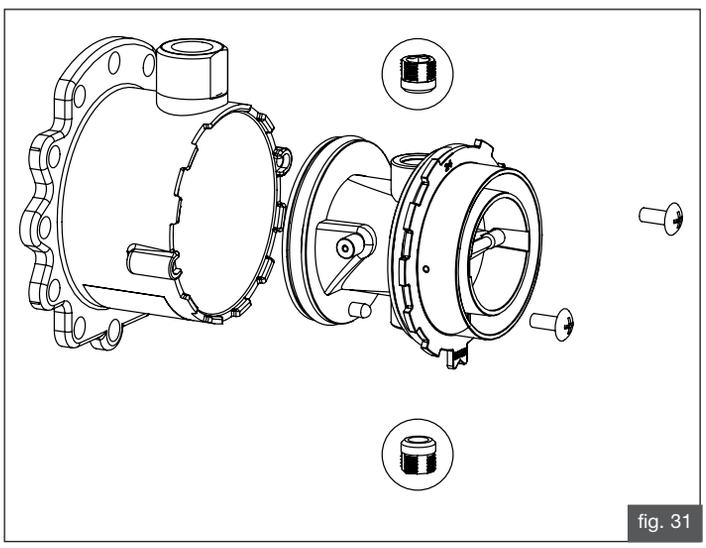
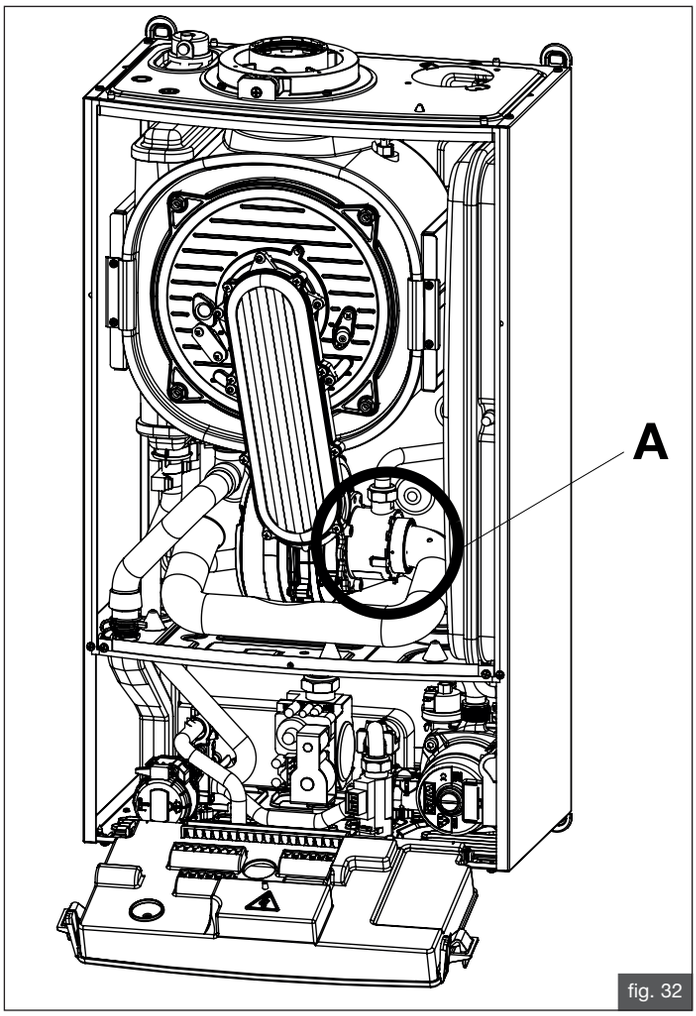

fig. 31
fig. 32
- scollegare il tubo gas dal miscelatore (**A** in fig. 32) e aprire il miscelatore (fig. 31).
- sostituire gli ugelli presenti nel miscelatore (fig. 31) con gli ugelli per il PROPANO (vedere tabelle 3, 4, 5, 6 e 7).
- sostituire gli ugelli presenti nel miscelatore (fig. 31) con gli ugelli per il METANO (vedere tabelle 3, 4, 5, 6 e 7).